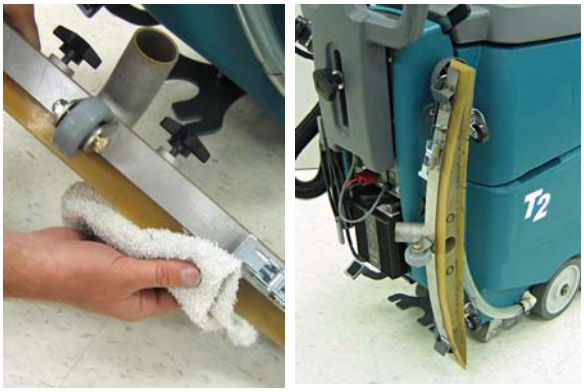

FIG. 39
6. Essuyez les lames du racloir (Figure 39). Lorsque la machine n'est pas utilisée, soulevez du sol le bloc de racloir ou suspendez-le sur la bride d'entreposage.